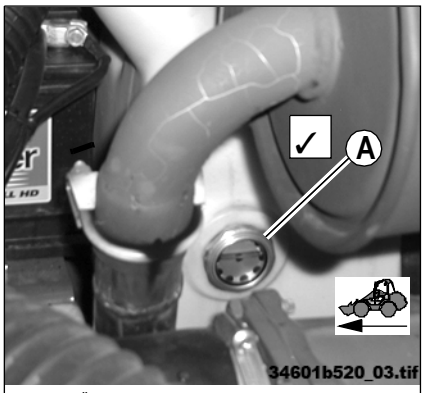

Abb. 150: Ölstandsauge am Hydrauliköltank
- Hydraulikölstand am Ölstandsauge (Abb. 150/**A**) kontrollieren